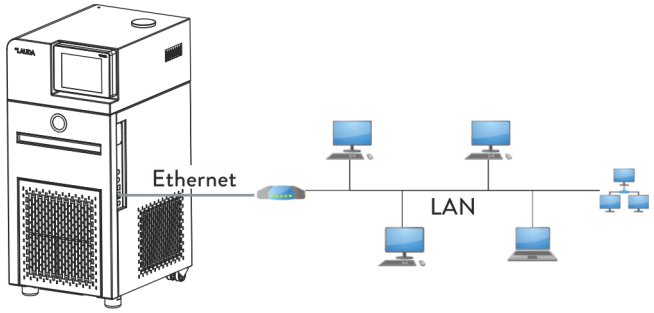
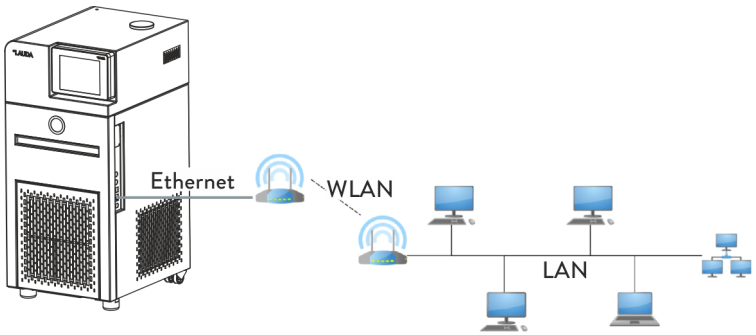
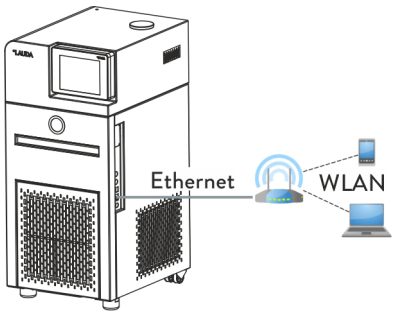

Fig. 11: Connexion par réseau local
Fig. 12: Connexion par réseau local et WiFi
Fig. 13: Connexion par WiFi
La Fig. 11 représente la connexion de l'appareil de thermorégulation à un pupitre de commande/PC par un réseau local.
La Fig. 12 représente la connexion par WiFi de l'appareil de thermorégulation LAUDA à un réseau local équipé d'un pupitre de commande/PC. Dans ce cas, l'appareil de thermorégulation est raccordé à un routeur WiFi à l'aide d'un câble Ethernet classique. Le routeur doit être configuré de façon à établir une connexion avec un réseau local par l'intermédiaire d'un autre routeur WiFi. Une connexion de ce genre est appelée pont WiFi. La configuration du routeur WiFi est décrite dans le mode d'emploi du routeur concerné.
La Fig. 13 représente une connexion WiFi directe entre le pupitre de commande/PC et l'appareil de thermorégulation LAUDA. Le routeur WiFi doit alors être configuré en tant que point d'accès. La configuration du routeur WiFi est décrite dans le mode d'emploi du routeur.
- Pour les connexions telles que représentées sur Fig. 12 et Fig. 13, il est possible de recourir à des routeurs WiFi de modèle courant. Ceux-ci doivent présenter la fonction de connexion requise et répondre aux exigences du pays dans lequel ils sont exploités. Pour la structure telle que représentée sur Fig. 12, LAUDA recommande toutefois d'utiliser un routeur WiFi industriel.
11. Connecter l'interface Ethernet de l'appareil de thermorégulation tel qu'illustré sur les Fig. 11 à Fig. 13. Utiliser un câble Ethernet classique (cordon de raccordement).
7. Connecter l'interface Ethernet de l'appareil de thermorégulation tel qu'illustré sur les Fig. 11 à Fig. 13. Utiliser un câble Ethernet classique (cordon de raccordement).